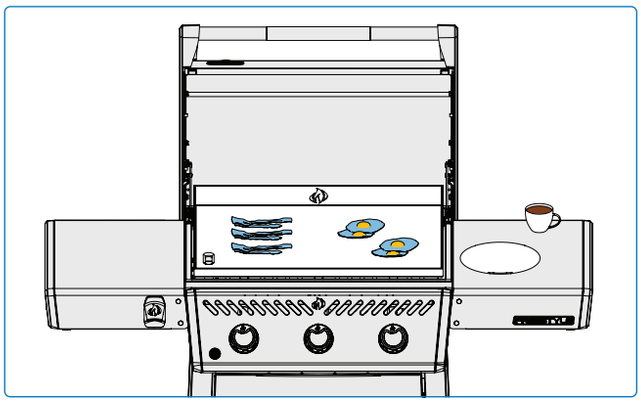

Fig. 8
- Ajuste diferentes quemadores a diferentes niveles de calor para crear zonas de temperatura específicas. Controle la temperatura de la superficie de la plancha con un termómetro de infrarrojos para asegurarse de que cada zona está al nivel de calor deseado. Utilice el calor directo (colocado directamente sobre los quemadores encendidos) para los alimentos que se benefician de una cocción rápida, mientras que el calor indirecto (colocado a un lado) se puede utilizar para una cocción más lenta o para mantener los alimentos calientes. **(Fig. 8).**